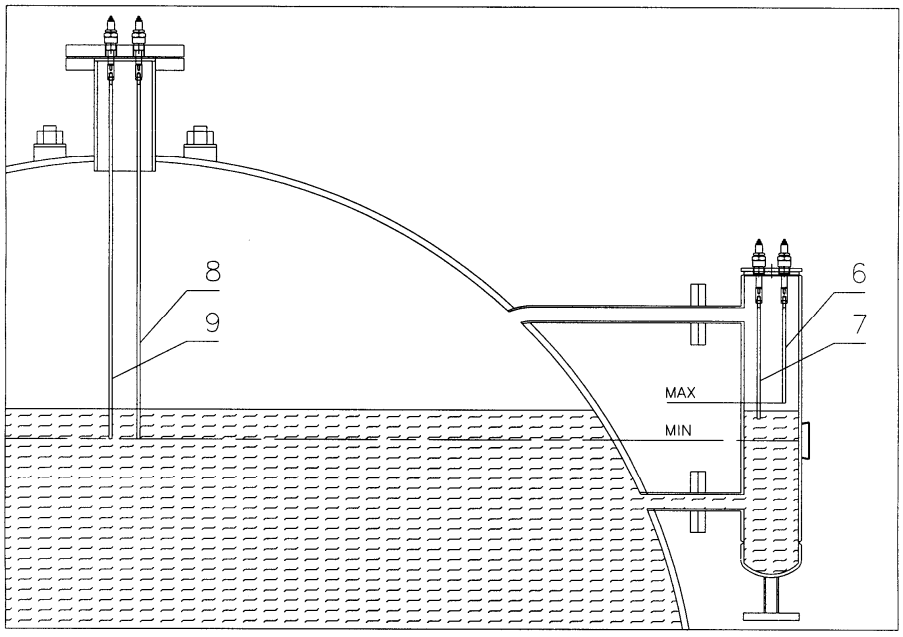

Рис. 6
2.2.2 Автоматический регулятор уровня (Рис. 6)